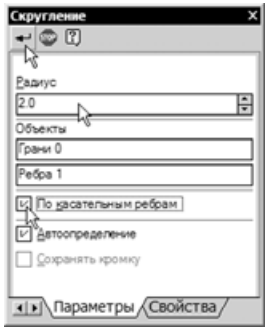

Рис. 2.82
- Задайте радиус скругления 2. Дополнительно включите флажок **По касательным ребрам** и нажмите **Создать объект** (рис. 2.82).